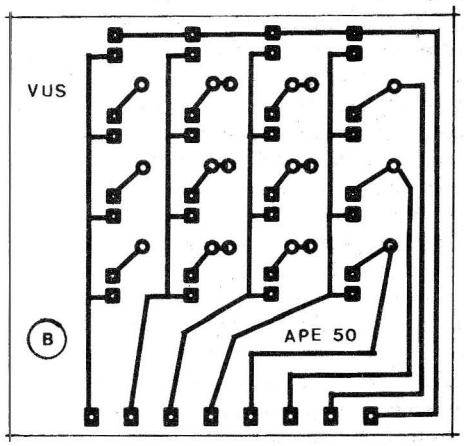

Fig.3
- **FIG. 3 - LAY OUT** DO CIRCUITO IMPRESSO ESPECÍFICO - PLACA"B" - A placa que conterá os LEDs é também simples na sua configuração de ilhas e pistas... Não se esqueçam do recomendado rigor mecânico (posicional, dimensões, afastamentos, etc). Observar a barra de 8 contatos (na borda inferior da figura), correspondente aos pontos de "casamento" com a outra placa (A). Assim como ocorre na figura anterior (2), o diagrama está em tamanho natural, permitindo a "carbonagem" direta, para posterior traçagem ácido-resistente com o sugerido decalque... Conferir muito bem as **duas** placas, após a sua confecção, furação e limpesa, é atitude **fundamental** para garantir a ausência de "curtos", falhas, erros de traçagem, etc. (coisas que **podem** ser corrigidas com relativa facilidade, desde que as placas ainda estejam "nuas", já que com os components posicionados e soldados, tais "remendos" ficam bem mais complicados...).